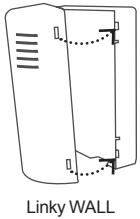

Fig.6
5. Inserire le tre batterie ricaricabili cariche, rispettando la polarità indicata (per approfondire la funzione delle batterie riferirsi al paragrafo *Batterie*) (Fig.6).